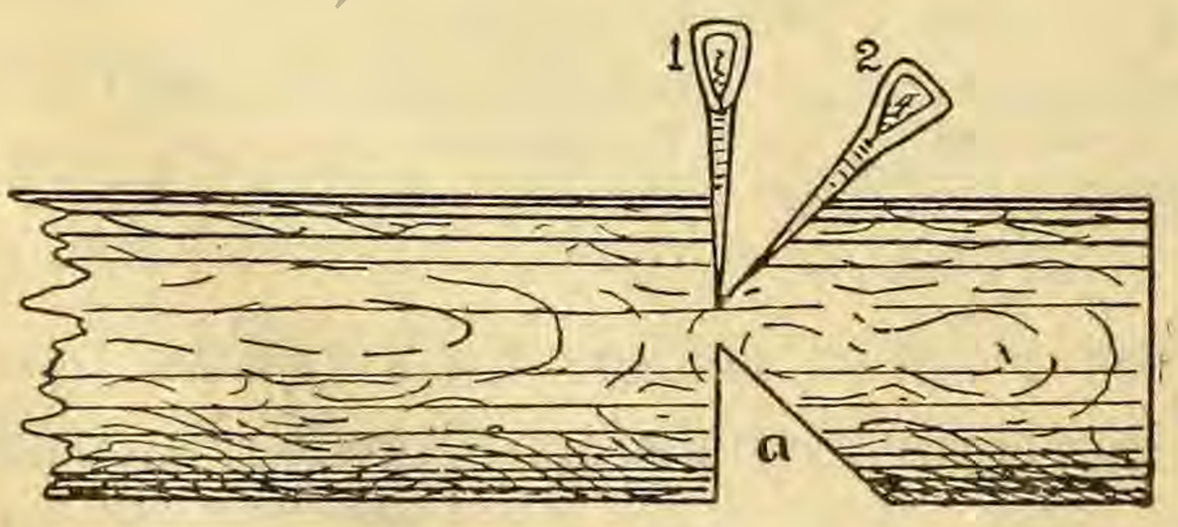

Рис. 69.
Перерубание топором чаще всего заменяется перепиливанием, что гораздо выгоднее. Но все-таки иногда приходится и перерубать бревно. В таком случае работают топором в 2-х направлениях (рис. 69): надрубая волокна перпендикулярно бревну (1), затем подрубают наклонно (2), постепенно углубляясь до половины (*а*); после этого переворачивают бревно и перерубают его с другой стороны.